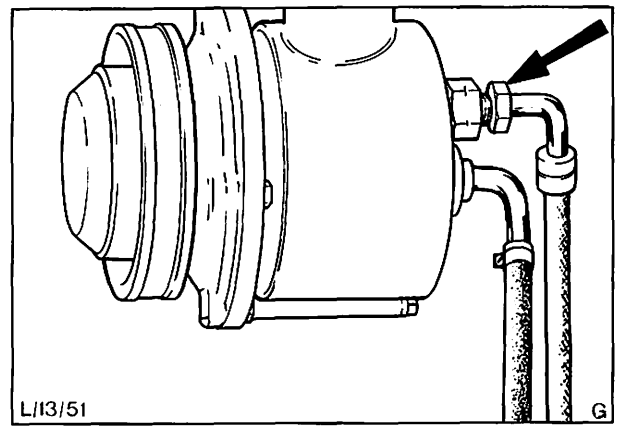

Abb. 53 Druckleitung von der Pumpe abschrauben
4. Druckleitung von der Pumpe abschrauben, Abb. 53.